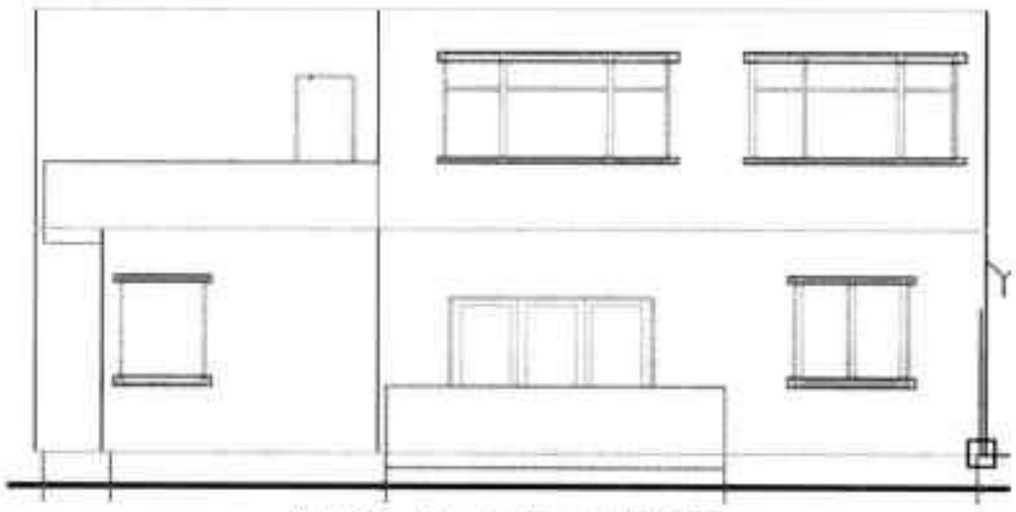

图18-46 添加其他窗套
Step 04 按照同样操作方法，完成其他窗套的添加操作，如图 18-46 所示。